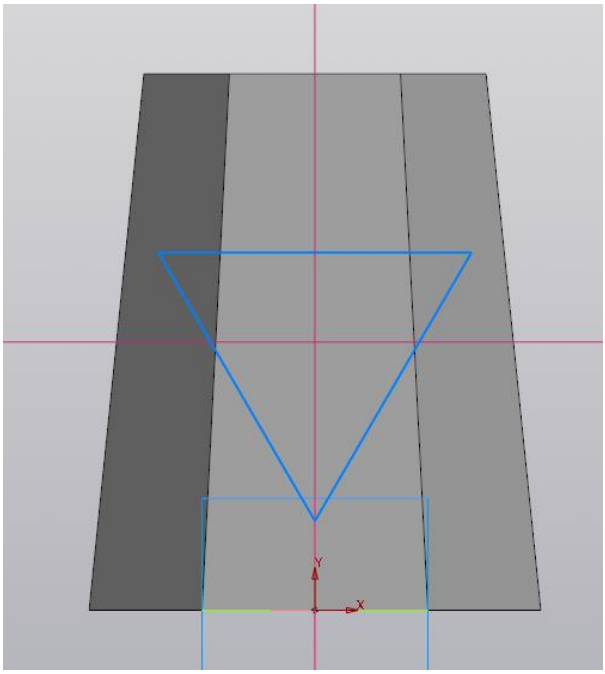

Рис. 8.8
2) В точке пересечения заданных вспомогательных прямых постройте треугольник с параметрами: ***Способ построения*** – По описанной окружности, ***Диаметр*** – 80, ***Угол*** – 30 (рис. 8.8).